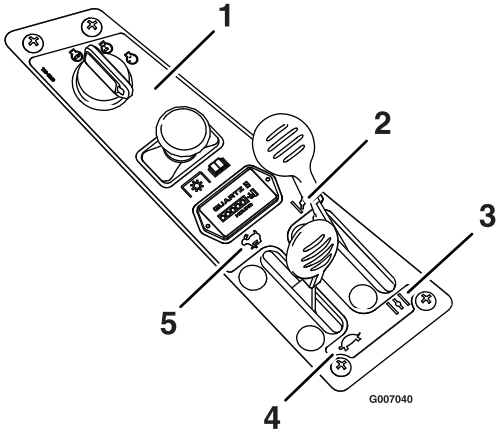

Figuur 10
3. Zet de gashendel op half en de beweeg de chokehendel naar voren voordat u een koude motor start (Figuur 10).